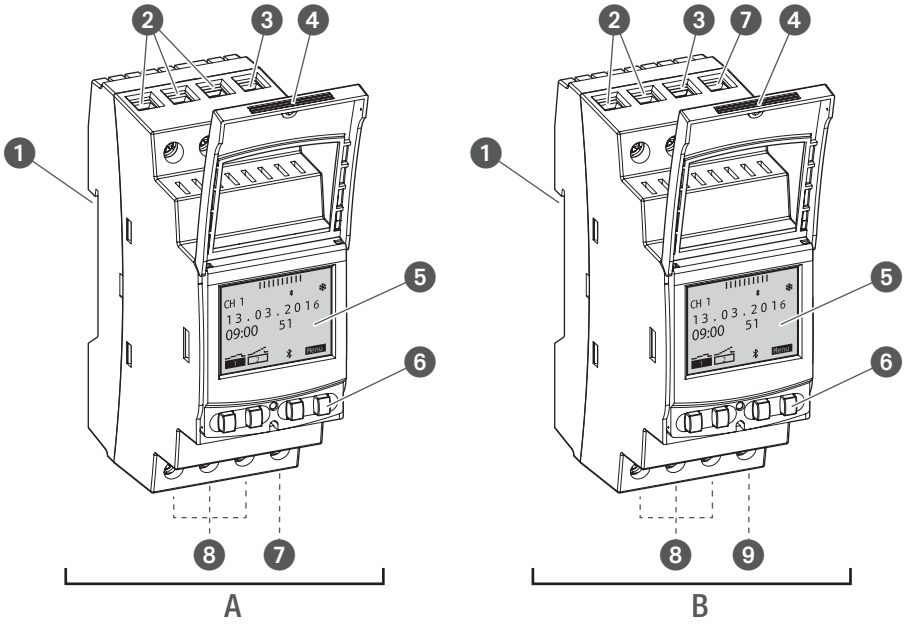

Fig. 1: DIN-rail timer
The DIN-rail timer is a timer that is installed on a DIN rail (Fig. 1/❶) by means of a click system; the timer activates the connected device. The DIN-rail timer has one or two channels and can be operated via a display (Fig. 1/❺) with four control buttons (Fig. 1/❻). The DIN-rail timer can be programmed manually or via a mobile device. The radio signal frequency is 2.4 GHz and the maximum transmission power is 1.8 mW.